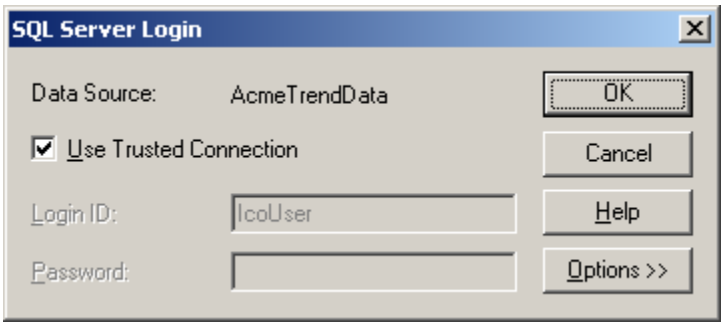

Figure L12.4 - SQL Server Login
11. The **SQL Server Login** dialog will appear, as depicted in Figure L12.4. But since the credentials of the currently logged-on user are used, nothing has to be configured here. Click on "OK" to return to the Trend Logger Configurator.